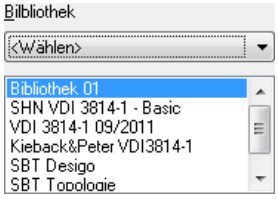

Bild 27.14 – Die neue Ordnung der Bibliotheken in der Rubrikenliste
- Bestätigen Sie, so wird die neue Ordnung in der Rubrikenliste angezeigt (Abb. 27.14). Mit *Abbruch* behalten Sie die alte Anordnung bei.